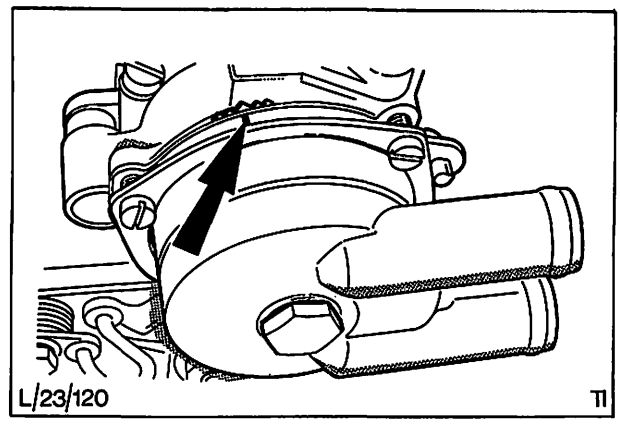

Abb. 146 Strichmarkierungen – Startautomatikgehäuse
8. Dichtung auflegen, Thermofeder am Starterklappenhebel einhängen, drei Befestigungsschrauben lose eindrehen, Strichmarkierungen zur Deckung bringen und Befestigungsschrauben festziehen, Abb. 146.